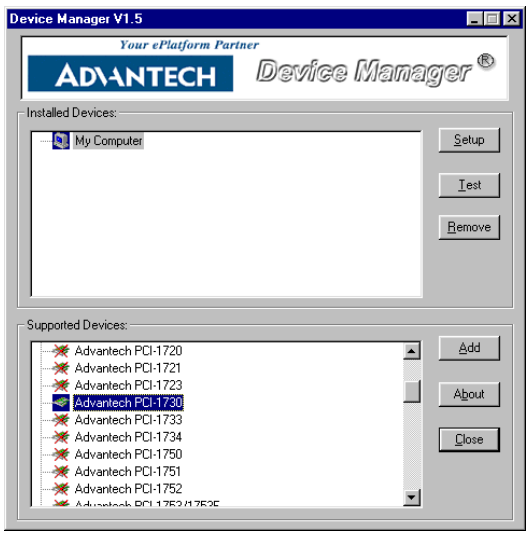

图 2.4：设备管理器对话框
2. 用户可在 “Installed Devices” 列表框中看到已安装的设备。如果没有安装设备，这列表为空，如下图（图 2.4）所示。